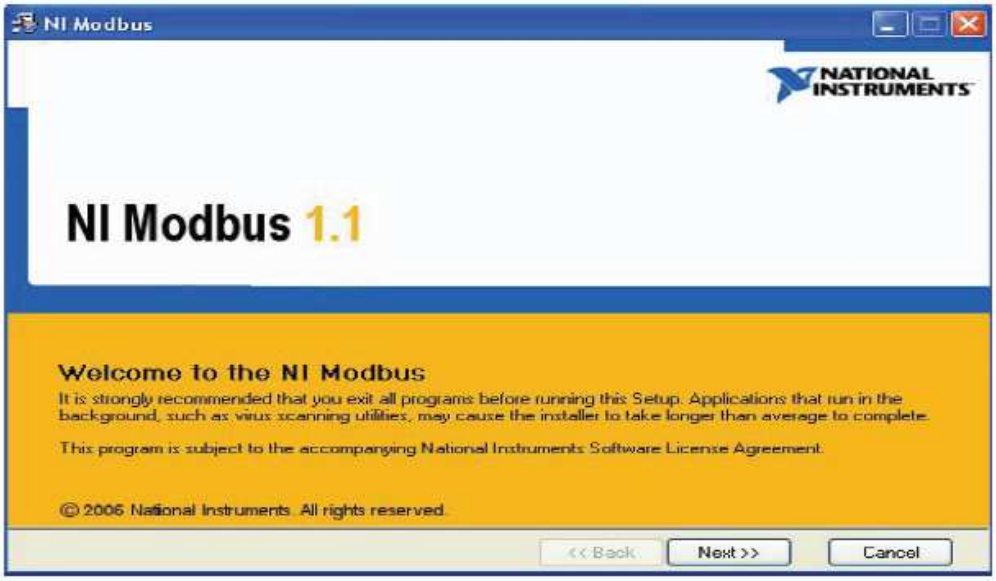

*Рис. 3*
2.1 Библиотека LabVIEW Modbus используется для работы программного обеспечения по протоколу Modbus с различной функциональностью (master и slave). Используя эту библиотеку, ПЛК могут взаимодействовать с устройством ioLogik E2210. Для доступа к библиотеке необходимо установить LabVIEW (Рис.3)